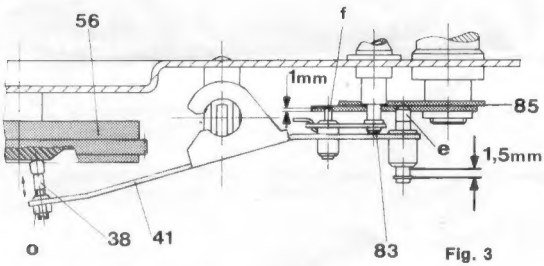

Fig. 3
**Horizontale und vertikale Tonarmsteuerung [Fig. 3]**
Führungsstift 38 wird so justiert, daß beim Einschwenken des Tonarmes der Bolzen 83f den Tonarm-Anlenkhebel berührt und eine Überlappung von 1 mm entsteht (s. Fig. 3).